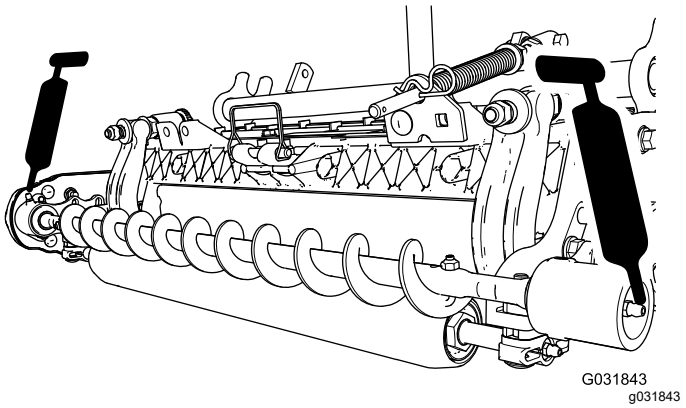

Figur 20
3. Smør smøreniplene på hver av valsebørste-lagerhusene med litiumbasert smørefett nr. 2 (Figur 20). Tørk av overflødig fett, spesielt rundt pakningene.